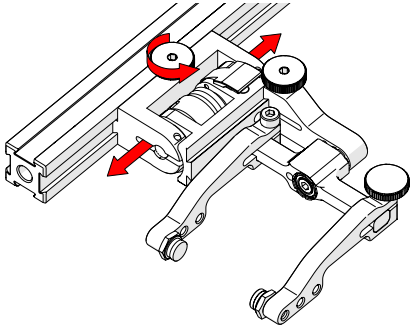

Fig. 140 - Adjust on frame bar
2. Use the probe holder adjustment knob to position the probe holder along the frame bar *(Fig. 140)*.